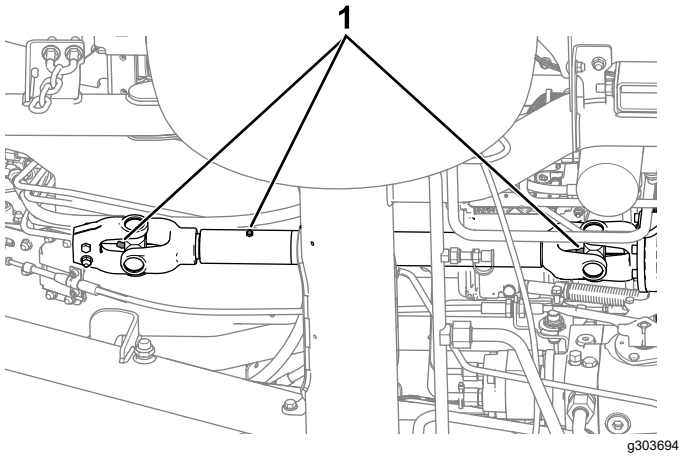

Bild 48
- Zapfwellen-Antriebswelle (Bild 48)